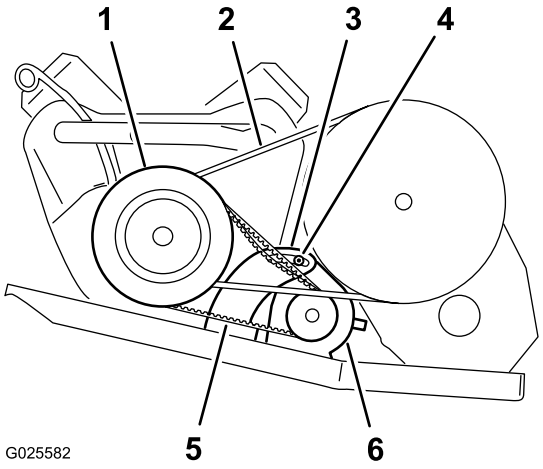

Figur 64
2. Lossa startgeneratorns svängmutter (Figur 64).
4. Tryck bändstången nedåt för att vrida startgeneratorn i skåran tills remmen är så spänd att den endast böjs 6 mm då en kraft på 44 N appliceras (Figur 64).
5. Dra åt svängmuttern för hand och ta bort bändstången (Figur 64).